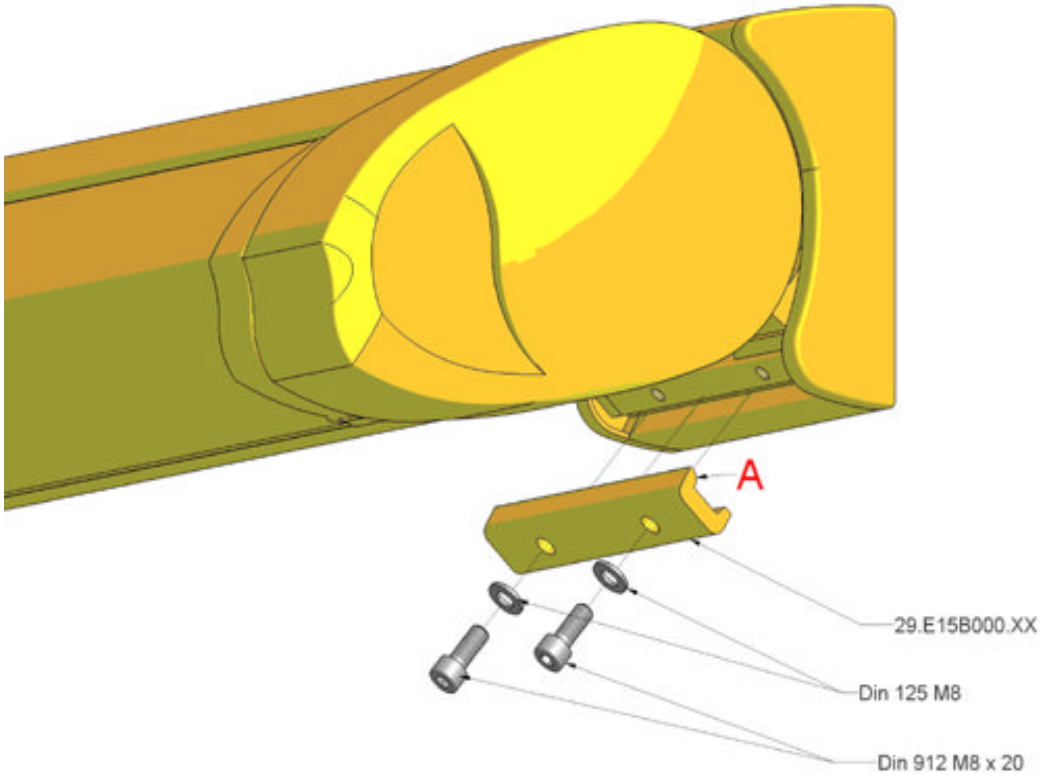

Bild 7
- Abdeckkappe entfernen. Siehe Bild 7
- Abdeckkappe entfernen. Siehe Bild 7.